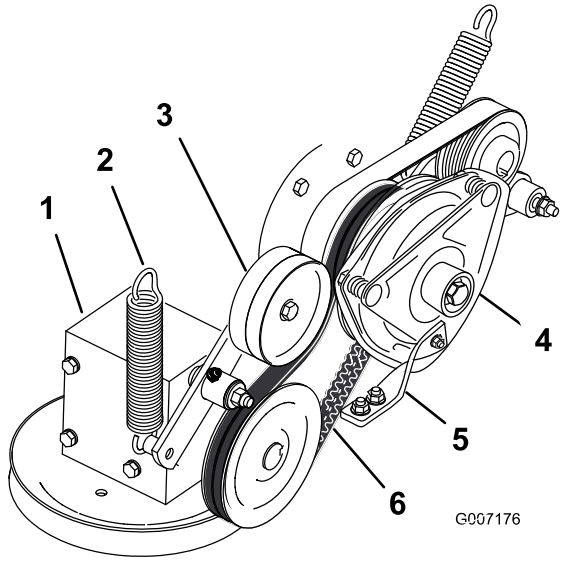

Figur 68
4. Demontera fjädern på remskivarmen (Figur 68).
7. Montera den nya kraftuttagsdrivremmen runt kopplingsskivan och växellådsskivan (Figur 68).
9. Montera fjädern på remskivearmen (Figur 68).